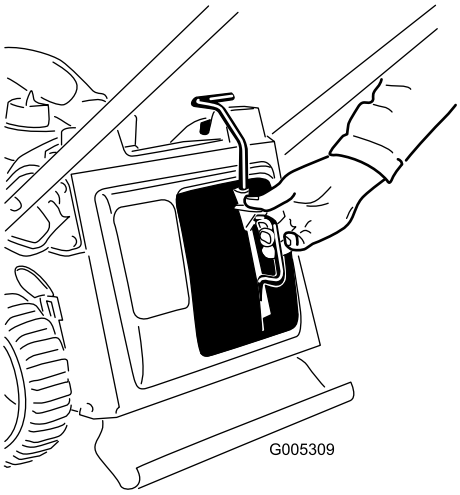

Figur 30
3. Isæt kværndækslet (Figur 30).